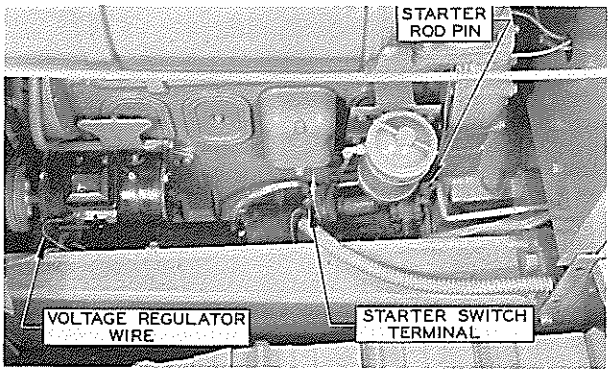

FIG. 5
20. Remove generator wire from outside of voltage regulator. Fig. 5.
21. Remove both wires from outside starter switch terminal. Fig. 5.
25. Remove cotter pin and pull yoke pin from starter rod. Fig. 5.